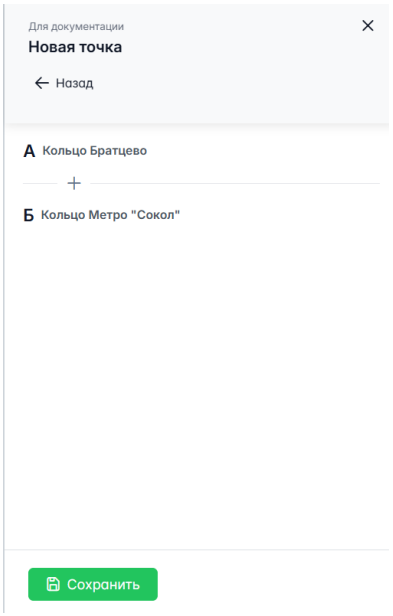

Рисунок 102 – Создание новой точки
8.1. Нажать на кнопку + Добавить точку, откроется окно добавления новой точки (рисунок 102).